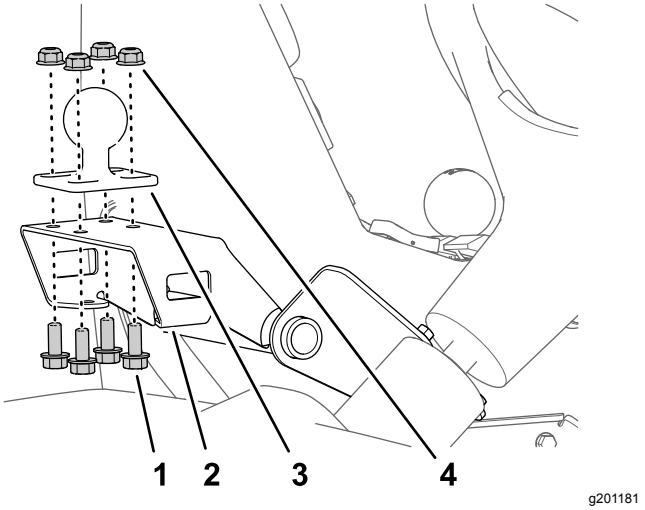

Figuur 164
1. Monteer de bal op de beugel voor de monitor (Figuur 164); gebruik hierbij de 4 flenskopbouten (5/16 x 3/4 inch) en 4 flensborgmoeren (5/16 inch).